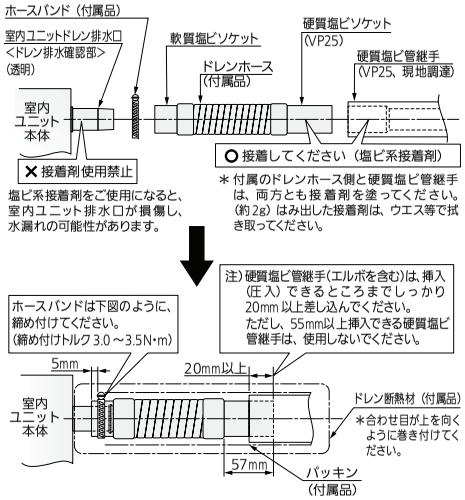

図15
- 図15のようにドレン排水口の段差までドレンホースを挿入し、ホースバンドを段差から5mmはなしたところに、しっかりと締め付けてください。
（14ページ　図15）